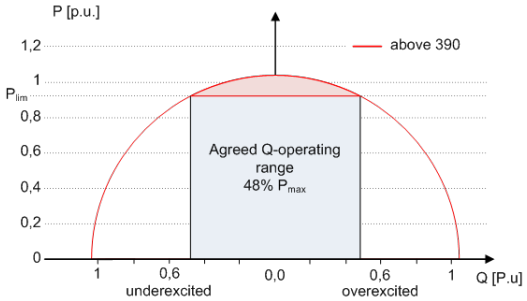

Fig. 98: P-Q operating range with limited active power (Qmax=Smax≠Pmax) for PV inverters
Some grid connection rules insist that the agreed reactive power be supplied from every operating point of the plant without a reduction in the actual active power. Considering the fact that all KACO TL3 inverters have a semi-circular(PV) full-circular(BI) P-Q operating range, a reduction in the active power is, however, required during operation at maximum active power because an apparent power reserve is not available. By adjusting P_{lim} the maximum active power can be restricted in order to establish an apparent power reserve and ensure that the agreed reactive power can be delivered from any active power operating point. The graphic [See figure 98 [Page 96] shows the appropriate P-Q operating range with a required example active power of 48% of the maximum apparent power of the plant or 43% of the maximum active power of the plant.